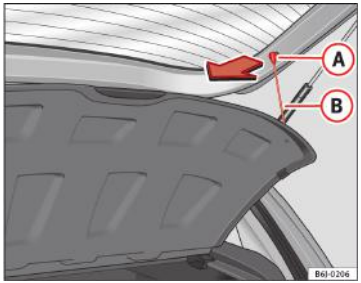

Fig. 96 Copertina portbagajului
– Scoateți bridele ⇒ fig. 96 (B) din locaşurile (A)